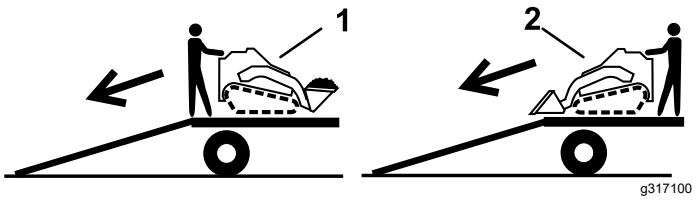

Rysunek 22
2. Wyładunek maszyny wykonuj tak, aby cięższa jej strona była po wyższej stronie pochylni, ładunek przewoź nisko (Rysunek 22).